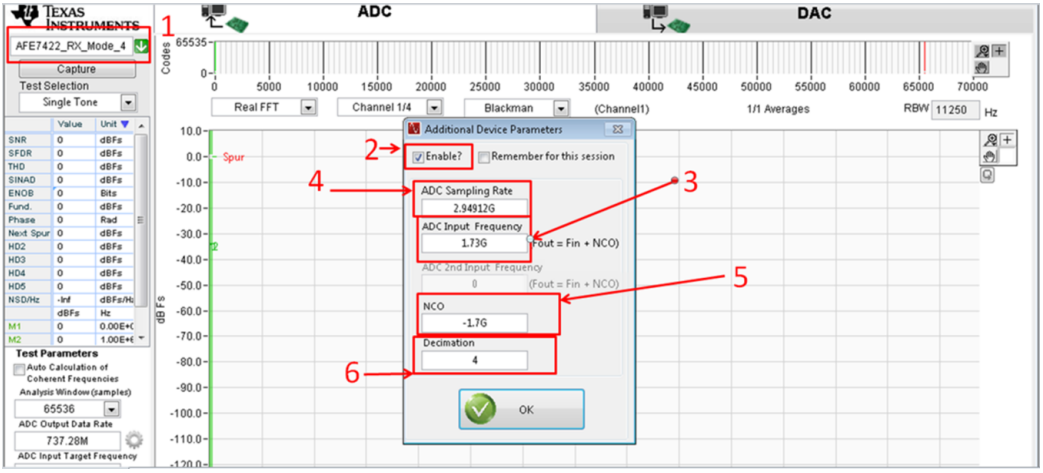

Figure 21. HSDC Pro ADC Settings
1. Switch back to the HSDC Pro window, select the *ADC* tab, and select the *AFE74xx_RX_Mode_4* file, shown as label 1 in Figure 21.
a. Check the enable box (label 2 in Figure 21)
b. ADC Sampling Rate = 2.94912G (label 3 in Figure 21)
c. ADC Input Frequency = 1.73G (label 4 in Figure 21)
d. NCO = –1.7G (label 5 in Figure 21)
e. Decimation = 4 (label 6 in Figure 21)
5. Click the *Capture* button located below the displayed ini file in Figure 21)